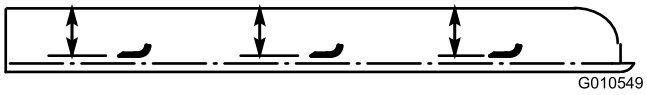

Figura 20
2. Girate la lama fino a disporla in parallelo con la lunghezza della macchina. Misurate la distanza tra l'interno dell'apparato di taglio e il tagliente sulla parte anteriore della lama (Figura 20), e annotatevela.